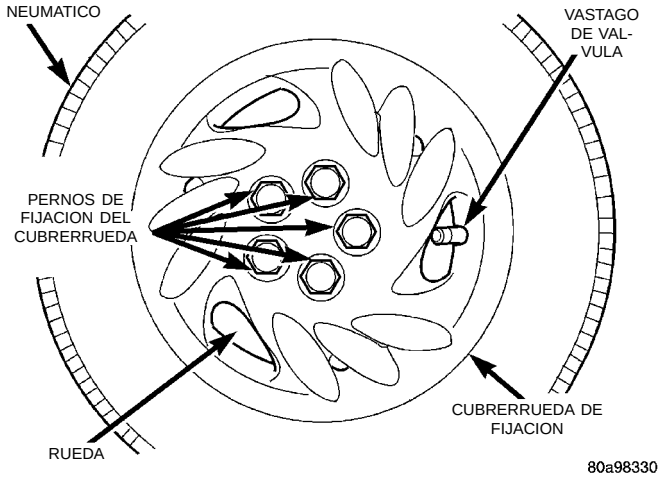

Fig. 10 Tuercas de fijación del cubrerrueda
NOTA: Al desenroscar las tuercas de retención del cubrerrueda (Fig. 10) de las tuercas de la rueda, se recomienda el uso de una llave de mano y no una llave neumática. El uso de una llave neumática podría provocar daños en las tuercas de retención del cubrerrueda.
(1) Desenrosque las 5 tuercas (Fig. 10) que fijan el cubrerrueda a las tuercas de la rueda.
(2) Tome con fuerza el cubrerrueda y tire de él directamente hacia afuera de la rueda. Así retirará el cubrerrueda de la rueda.
(1) Alinee la muesca de válvula del cubrerrueda con el vástago de válvula de la rueda (Fig. 10). Alinee las tuercas de retención del cubrerrueda con las tuercas de la rueda roscadas externamente.
(2) Comience a enroscar a mano cada una de las 5 tuercas de retención del cubrerrueda en las tuercas de la rueda roscadas externamente.